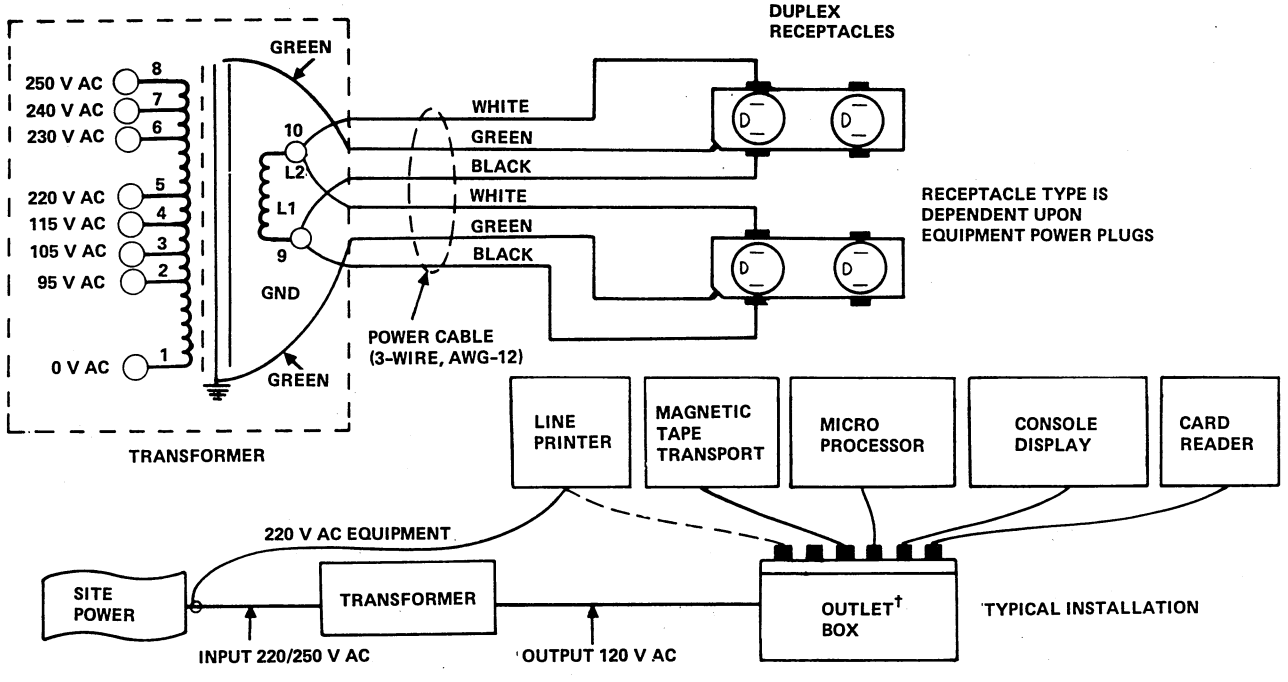

Figure 4-4. Typical 220 V, 50 Hz Power Hookup
7. Feed the output power cables through the outlet box holes and attach them to the duplex receptacles as follows (figure 4-4):
Connect the processor and peripheral equipment power cables to the duplex receptacles or site power as applicable. Refer to figure 4-4.